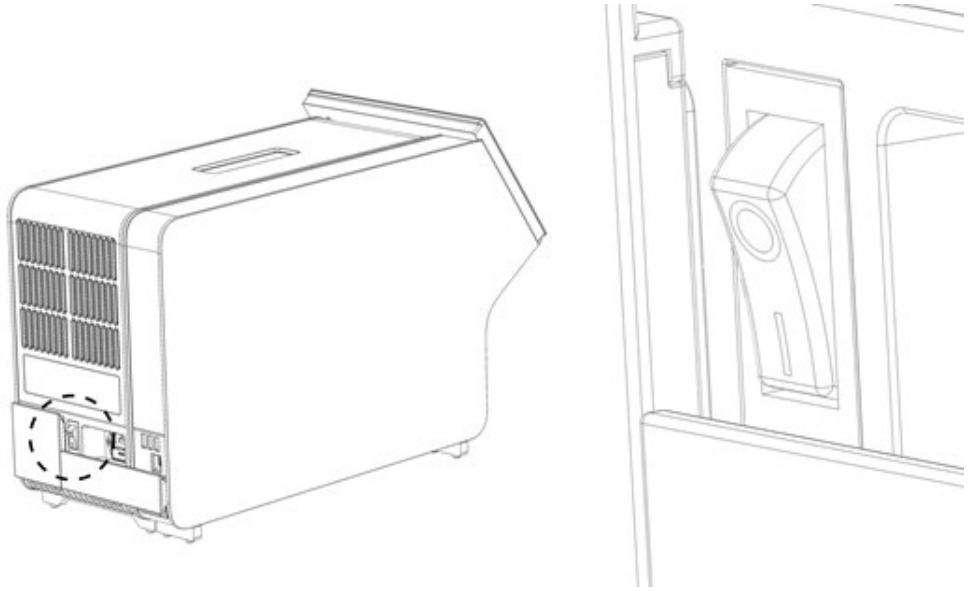

Figura 11. Ubicación del interruptor de alimentación y configuración en la posición "I".
9. Encienda el instrumento pulsando el interruptor de alimentación situado en la parte posterior del módulo analítico en la posición "I" (Figura 11). Compruebe que los indicadores de estado del módulo analítico y del módulo operativo sean de color azul.